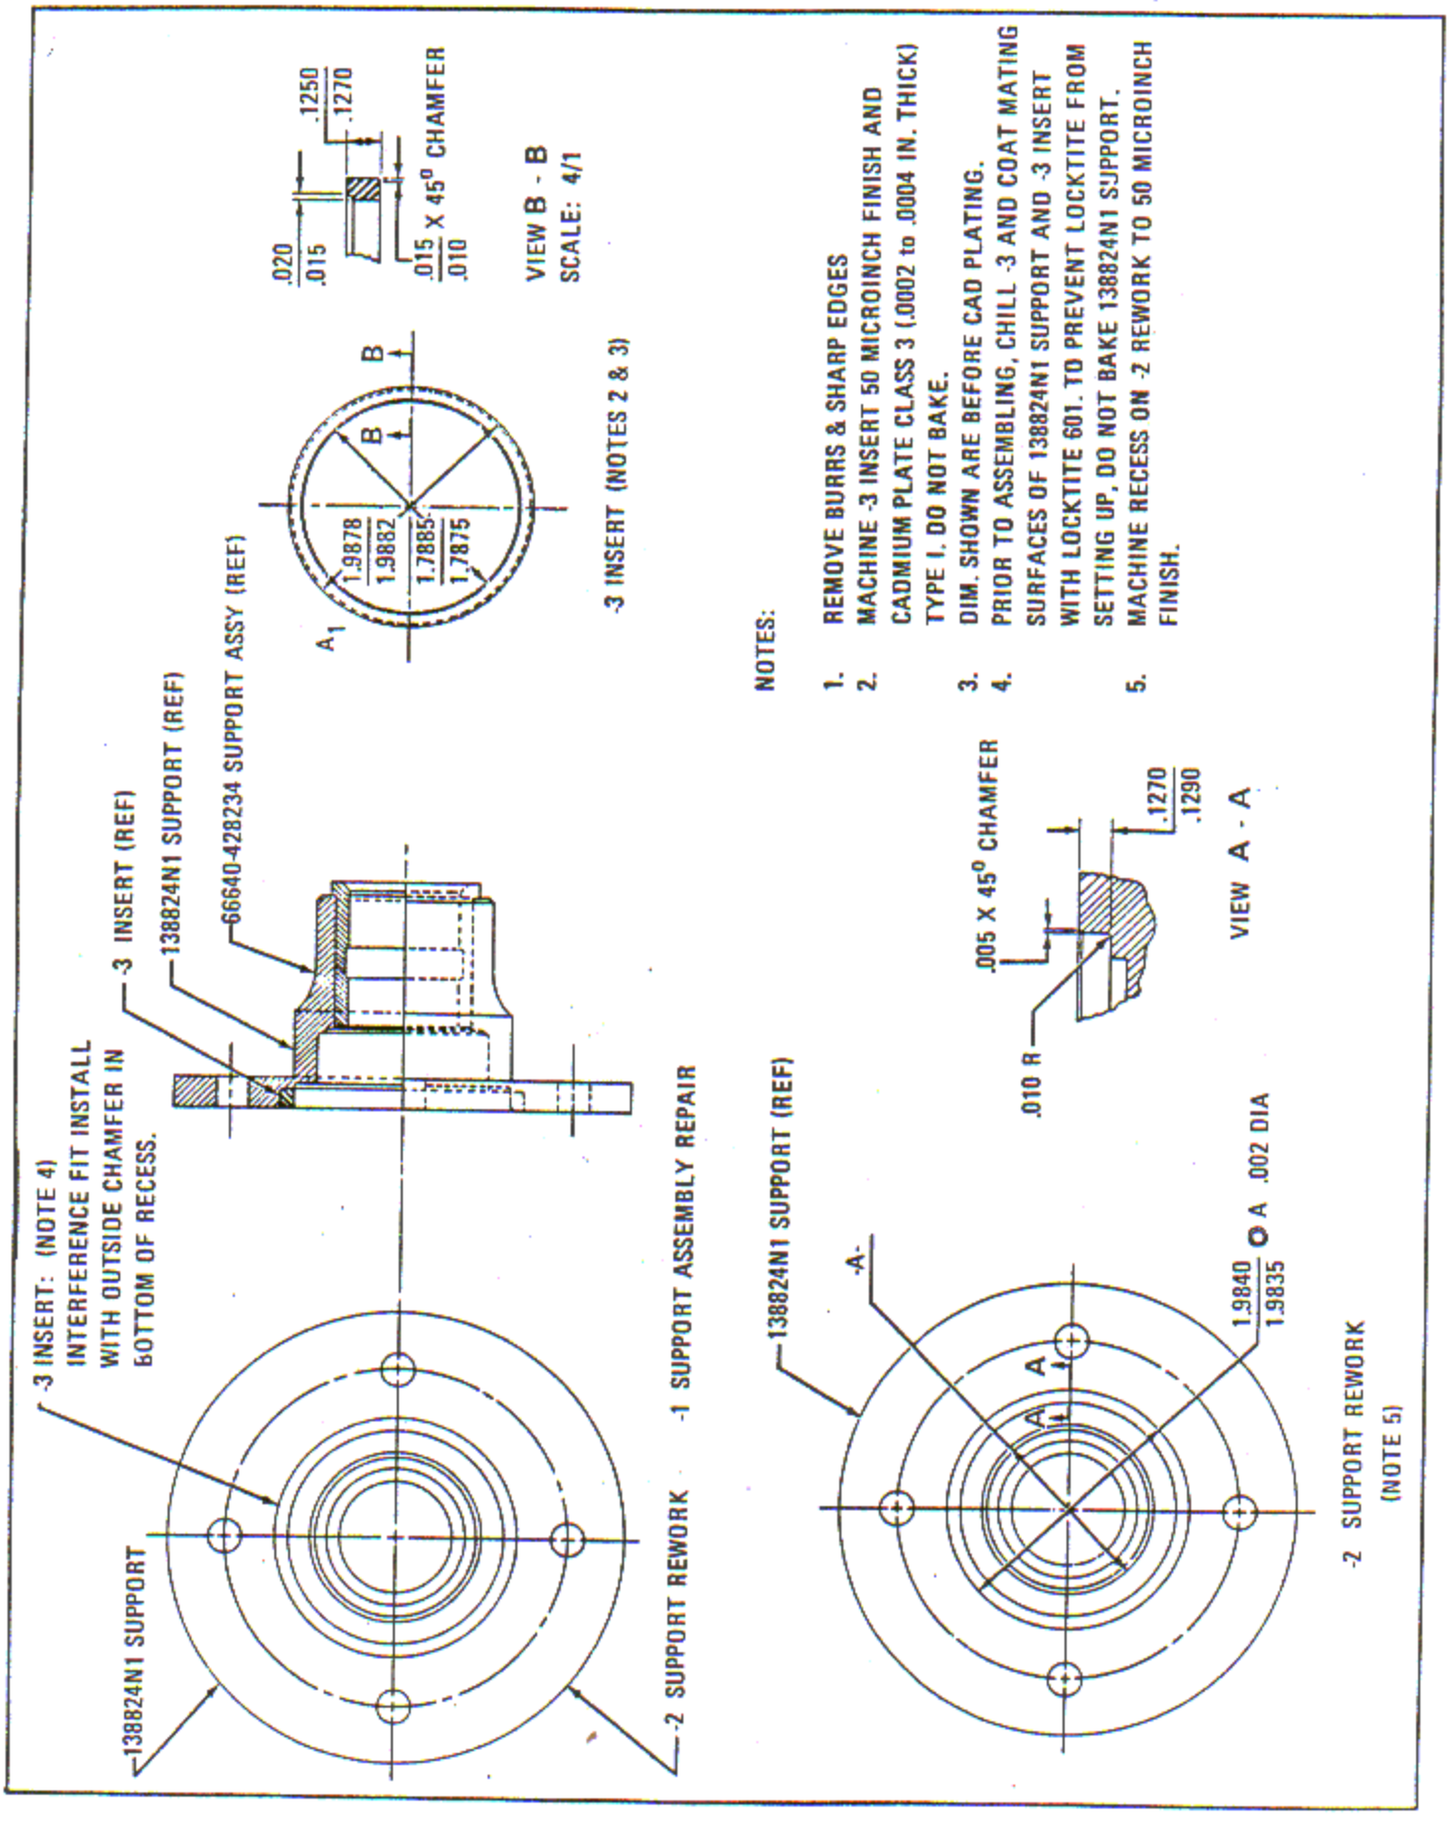

Figure 6-219A. Fuel Pump Drive Gear Support Assembly Repair
b. If the ID is greater than 1.788 inch, machine a 1.9835 - 1.9840 inch diameter recess as shown on figure 6-219A, support assembly repair, fuel pump drive gear.
c. Machine a ring from mild steel, in accordance with figure 6-219A. Cadmium plate the ring as specified on the drawing.